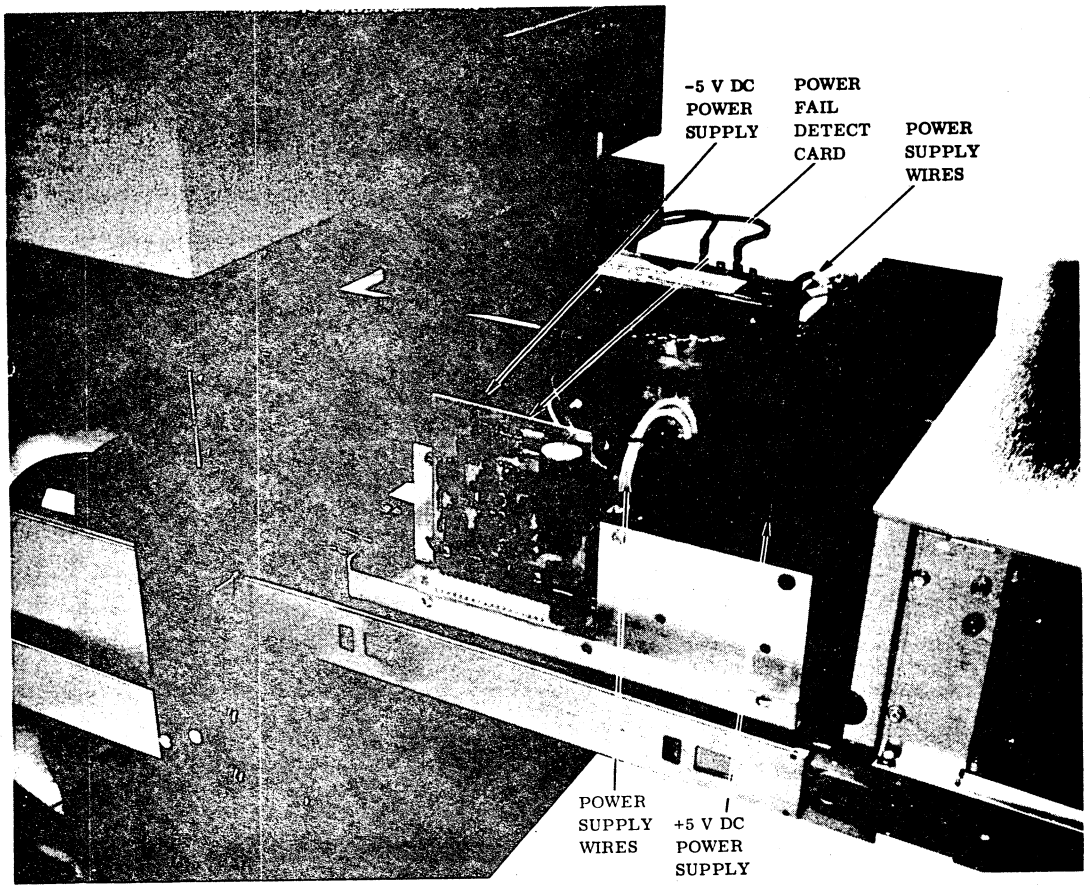

Figure 6J-30. Control Unit Power Supply Assembly
6. Identify and remove the power fail detect card. Refer to figure 6J-29.
3. Release the cam lock fastener and raise the logic cage to the upright position. Lock the logic cage in place with the slide bar located on top of the voice coil magnet assembly (figure 6J-30).
6. Return the storage module drive to its original position by reversing items 1 through 3 of this procedure.